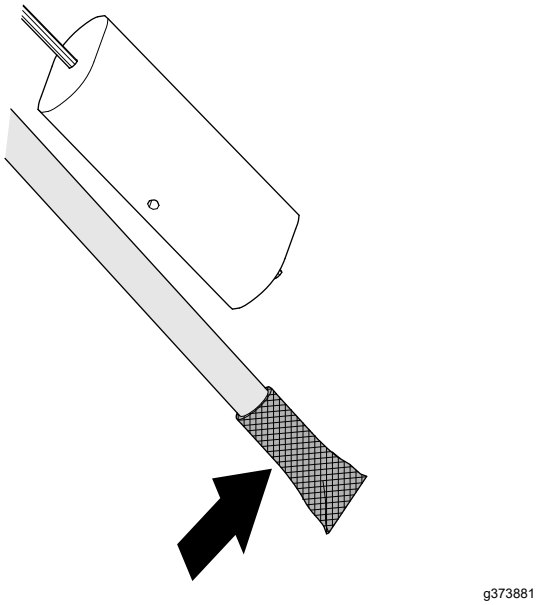

Рисунок 122
1. Очистите сетчатый фильтр на конце топливозаборной трубы (Рисунок 122).